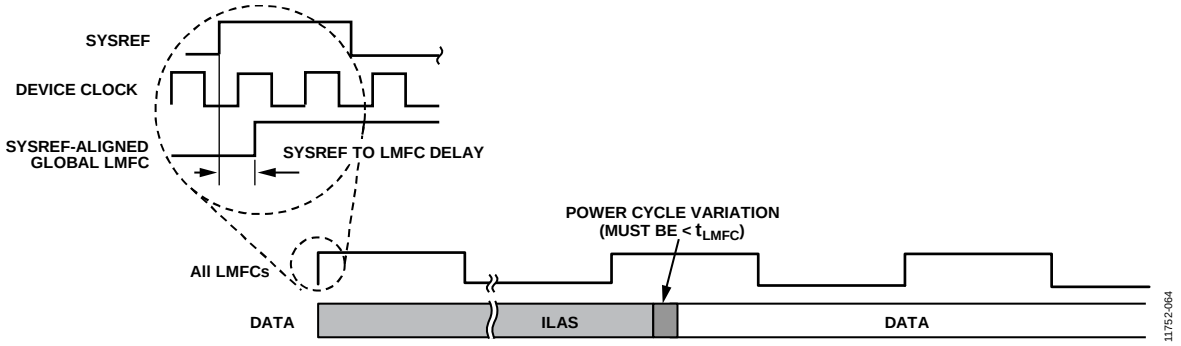

*Figure 171. SYSREF± and LMFC*
The JESD204B protocol organizes data samples into octets, frames, and multiframes as described in the Transport Layer section. The local multiframe clock (LMFC) is synchronous with the beginnings of these multiframes. In Subclass 1 operation, the SYSREF± signal synchronizes the LMFCs for each device in a link or across multiple links (within the AD9680, SYSREF± also synchronizes the internal sample dividers), as shown in Figure 171. The JESD204B receiver uses the multiframe boundaries and buffering to achieve consistent latency across lanes (or even multiple devices), and also to achieve a fixed latency between power cycles and link reset conditions.
- The total latency variation across all lanes, links, and devices must be ≤1 LMFC period (see Figure 171). This includes both variable delays and the variation in fixed delays from lane to lane, link to link, and device to device in the system.